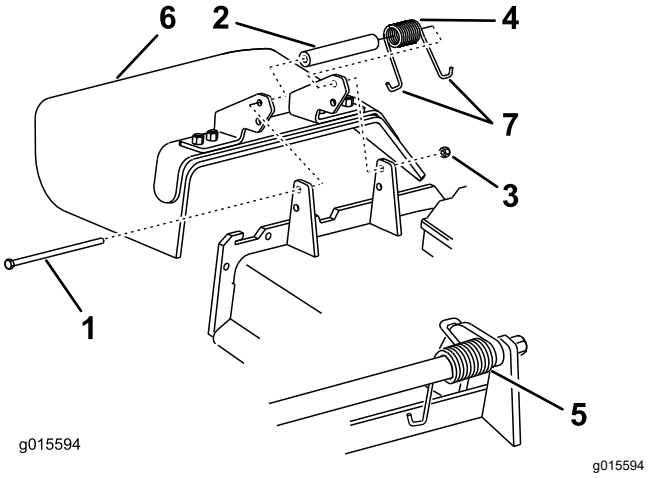

Figuur 86
1. Verwijder de borgmoer, bout, veer en afstandsstuk waarmee de grasgeleider vastzit op de draaibeugels (Figuur 86).
2. Verwijder een beschadigde of versleten grasgeleider (Figuur 86).
Opmerking: Zorg ervoor dat 1 **J**-vormig haakuiteinde van de veer is gemonteerd achter de rand van het maaidek voordat u de bout monteert zoals wordt aangegeven in Figuur 86.
6. Plaats 1 **J**-vormig haakuiteinde van de veer om de grasgeleider (Figuur 86).